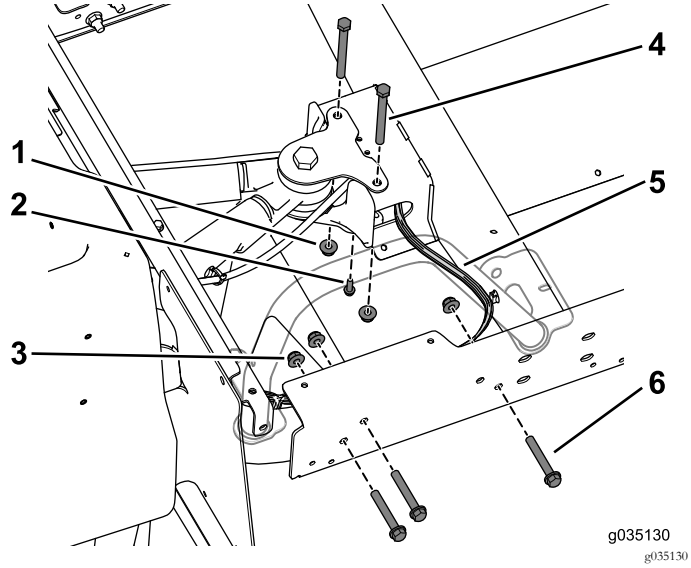

Figuur 67
7. Verwijder de bouten en flensmoeren waarmee de draaiarmbevestiging vastzit aan het middelste kanaal (Figuur 67).